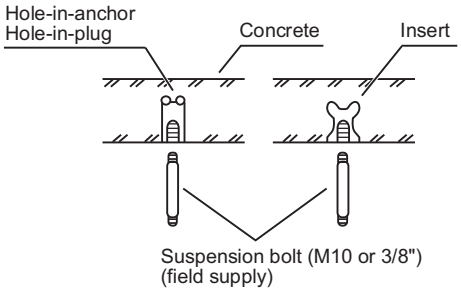

Fig. 1-92
- Insert suspension bolts (Fig. 1-92)
(2) Screw in the suspension bolts allowing them to protrude from the ceiling (Fig. 1-92). (Cut the ceiling material, if necessary.)